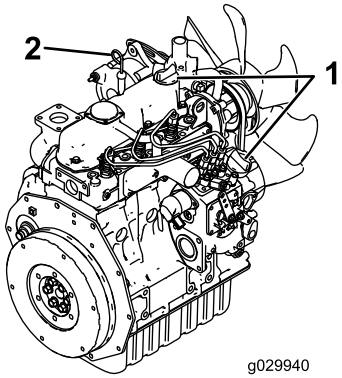

**Rysunek 25**
4. Wyczyść obszar wokół wskaźnika poziomu oleju i korka wlewu oleju (Rysunek 25).